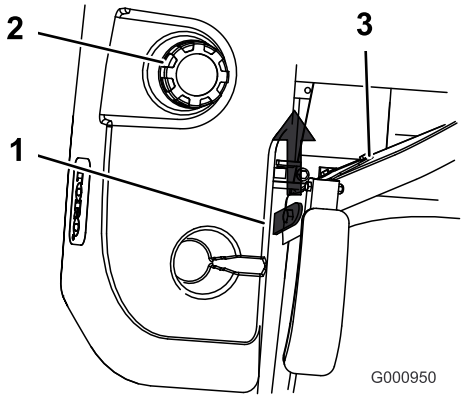

Figur 28
3. Hæv sædet. På den måde får du adgang til maskinen under sædet (Figur 28).